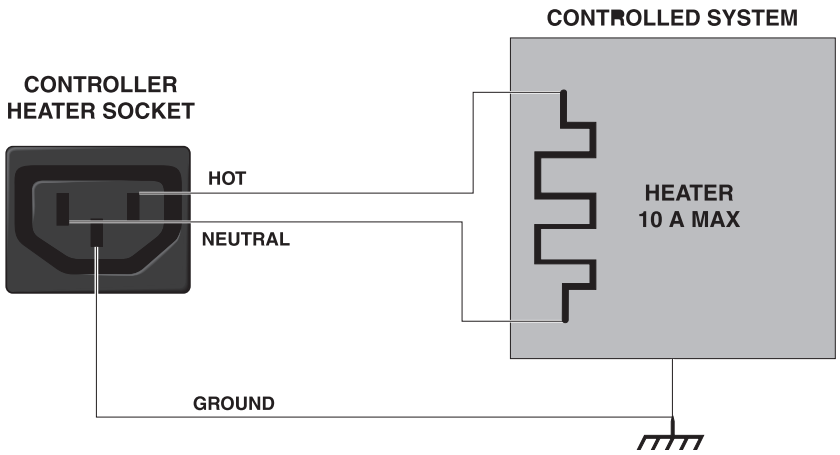
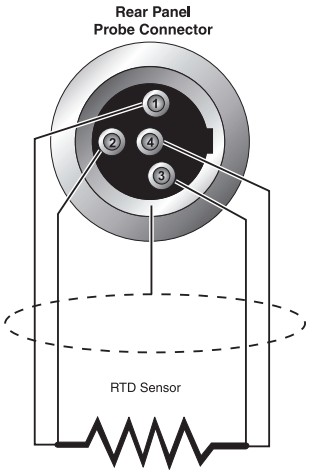

Figure 1. Controller to Heater Wiring
Figure 2. RTD Probe Wiring
Connect the heater to the back of the controller into the socket labeled "HEATER". Be sure the heater cable is adequate for the amount of current required and that the heater is wired correctly and safely. See Figure 1 for heater wiring. If applicable, connect the stirring device to the back of the controller in the socket labeled "STIRRER". The stirrer outlet wiring is the same as the heater outlet shown in Figure 1.
Connect the control probe into the socket at the back of the controller labeled “PROBE” (see Figure 2). Insert the probe into the bath or system to be controlled. For best stability and response time the control probe should be located in close proximity to the heater. Observe the maximum temperature rating of the probe and be careful it is not exceeded.
(2) The heater socket is the source of controlled power for the system heater.
This power is switched by the solid-state relay to maintain a constant temperature. The voltage is the same as that supplied through the power cord (A). For a diagram of how to wire the heater to the controller see Figure 1. An extra line cord has been included with the unit to make this connection.
(3) The stirrer socket is an auxiliary power socket for a stirring device for the bath. The voltage is the same as supplied through the mains supply to the power cord. An extra line cord is included with the unit to make this connection.
(4) The control probe is plugged in here. Normally the probe is a DIN 43760 type RTD. Optionally a thermistor probe with a much more limited temperature range but better stability is available. The controller must be internally configured to work with one type of probe or the other. Probes or additional connectors for use with the user's own probes are available from Hart. For assistance in wiring an RTD to the controller see Figure 2. A probe connector has been provided.